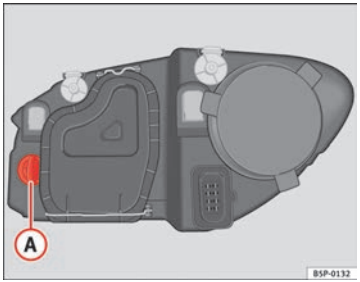

Fig. 187 Turn signal
- Rotate the bulb holder ⇒ fig. 187 (A) to the left and pull.